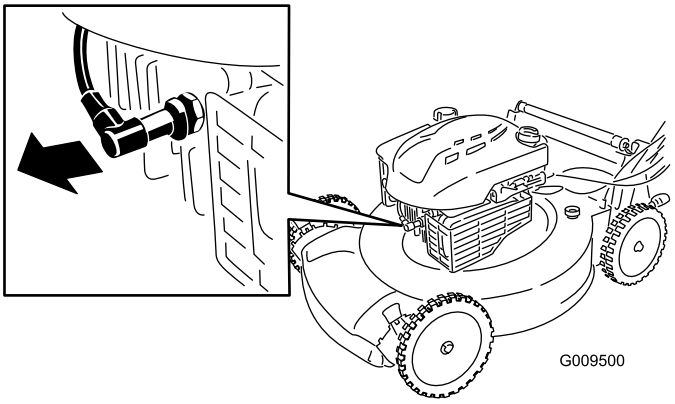

Figuur 15
2. Trek de bougiekabel los van de bougie (Figuur 15) voordat u onderhoudswerkzaamheden uitvoert.